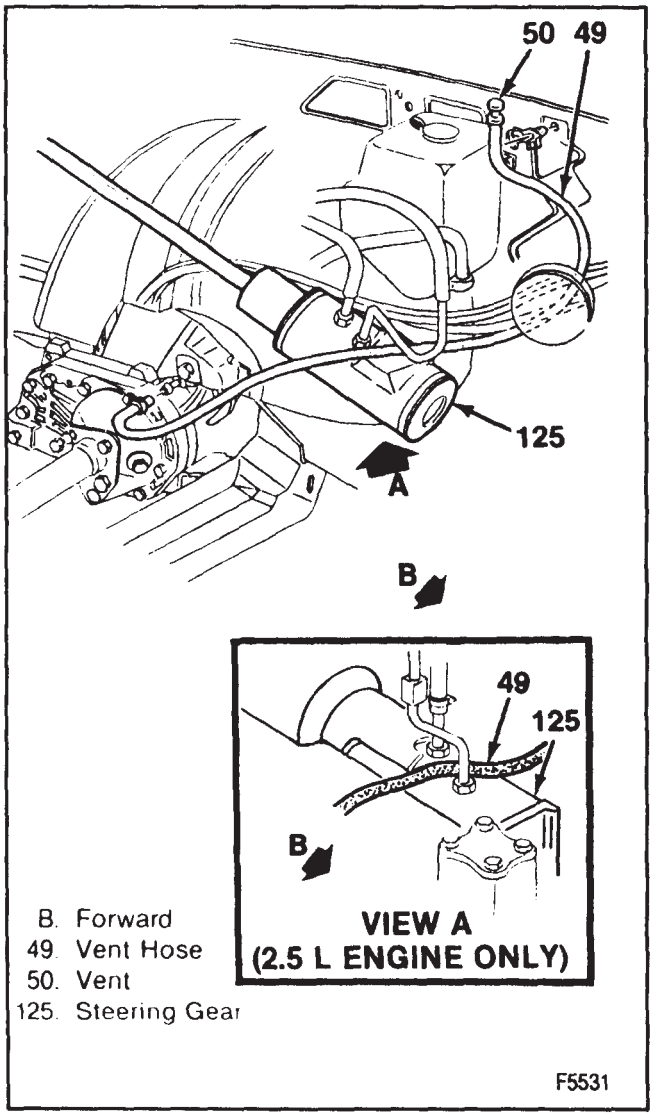

Figure 11—Vent Hose
When replacing the hose, make sure that it is routed as shown, is free of kinks, and is routed clear of sharp components (figure 11). Make sure the vent (50) is not plugged.